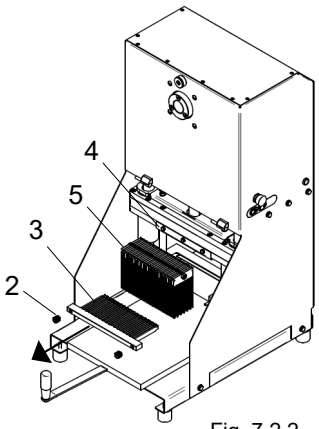

Fig. 7.2.2
7.3.2 Entfernen des Messerpakets (Abb. 7.2.2)